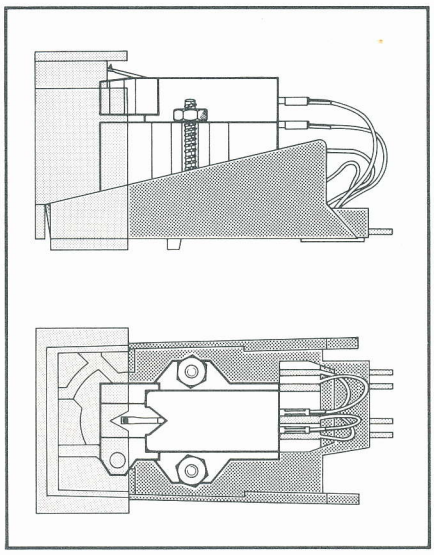

Fig. 12
1. Zur Montage des Tonabnehmersystems lösen Sie den Systemträger ⑤ vom Tonarm, indem Sie den Tonarmgriff ④ nach hinten drücken. Halten Sie dabei das Tonabnehmersystem fest, da es nach Öffnen der Verriegelung herunterfällt.
2. Befestigen Sie das Tonabnehmersystem unter Verwendung des dem Tonabnehmersystem beigefügten Zubehörs auf dem Systemträger. Zu beachten ist, daß das Tonabnehmersystem am geometrisch richtigen Ort im Systemträger montiert wird (Fig. 12).